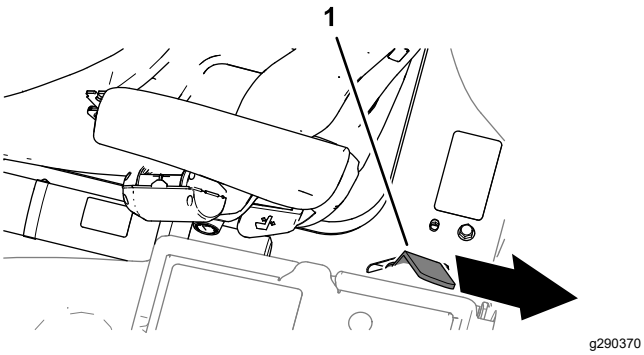

Figuur 46
3. Laat het platform volledig neer en beweeg de greep van de platformvergrendeling naar de achterkant van de machine totdat de haken van de grendel de grendelstaaf helemaal vastgrijpen (Figuur 46).